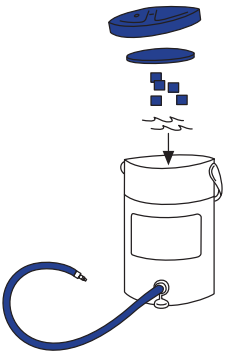

Figura 1
1. Antes de aplicar o Cryo/Cuff, prepare o refrigerador (Figura 1) 170
1. Antes de aplicar o Cryo/Cuff, prepare o refrigerador (Figura 1)